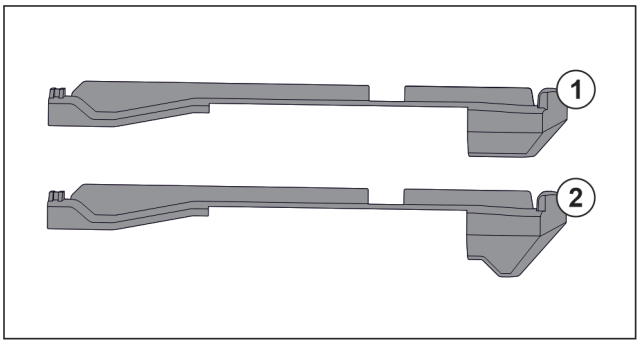

Fig. 148 Comparing attachments
There are two different attachments in the appliance. The attachment above the lowest drawer *Fig. 148 (2)* has a three-cornered edge. All other attachments *Fig. 148 (1)* have a straight edge.
▶ Fit attachment *Fig. 148 (2)* with the three-cornered edge above the lowest drawer.
▶ Fit attachment *Fig. 148 (1)* with straight edge in all other positions.